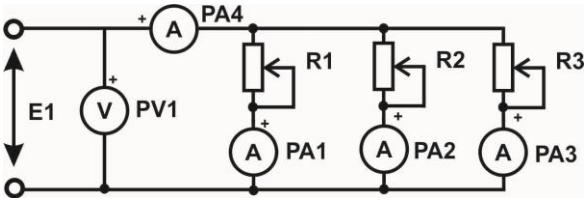

Рис. .2 Изучение линейной электрической цепи постоянного тока с параллельным соединением элементов
1.Собрать линейную электрическую цепь постоянного тока с последовательным соединением элементов (рис. 2.)
7.Собрать линейную цепь с параллельным соединением резисторов (рис. 2), подключив только резистор R1.